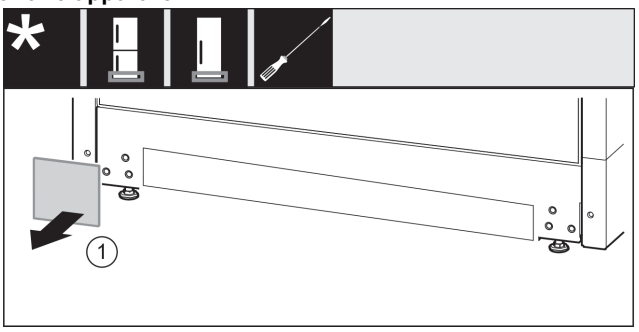

Fig. 16
- ▶ Afdekking *Fig. 16 (1)* wegnemen.